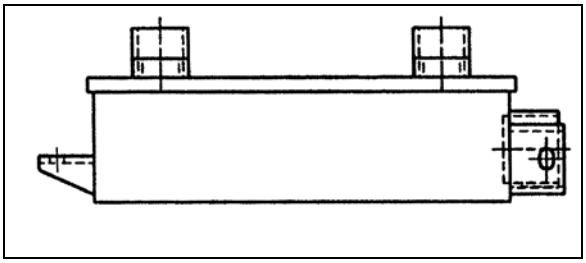

**FIGURE 8: COOLER WITH RETARDER** (07073)
2. Disconnect the two transmission hoses from oil cooler. Cover hose ends and fittings to prevent fluid contamination (Figure 8).